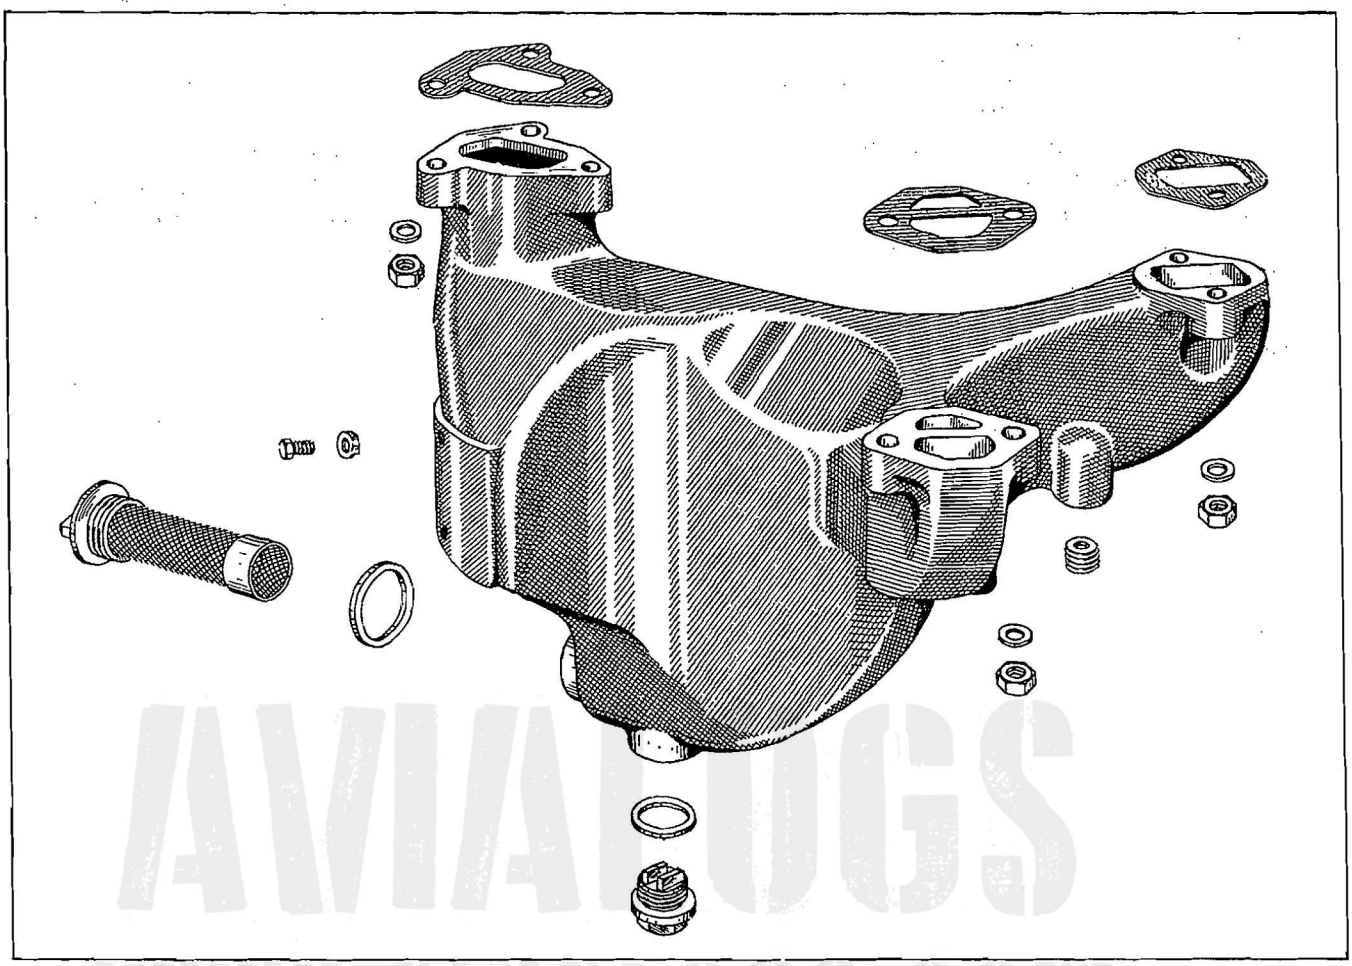

Figure 36—Oil Sump
(1) All of the oil in the lubrication system drains into an oil sump located between No. 5 and 6 cylinders. Refer to Figure 36. The crankcase front section drains through a large hole in the section directly into the